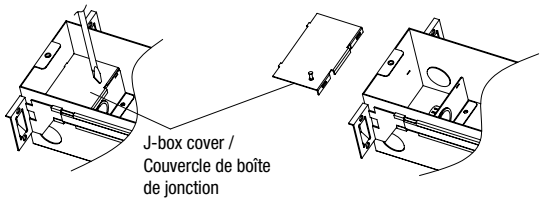

Fig. 11
3. Pry off the J-box cover by flat screw driver, punch out appropriate hole for AC wires feeding in (see Fig.11).
3. Soulevez le couvercle de la boîte de jonction à l'aide d'un tournevis plat, puis percez un trou adapté au passage des fils CA (voir fig. 11).